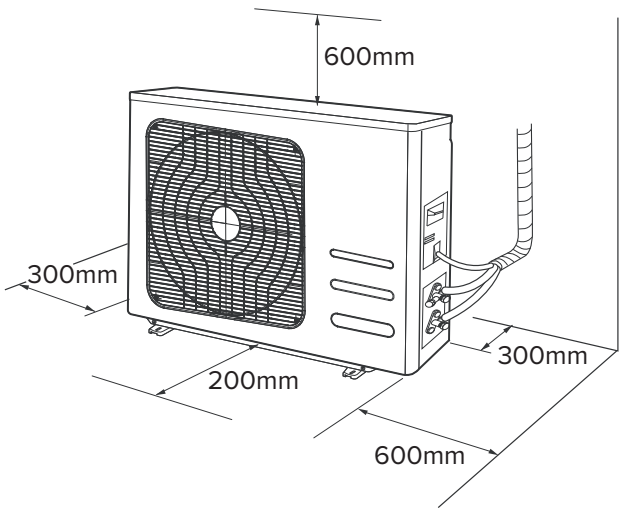

Abb. 3
- der für die Installation verfügbare Platz muss den angegebenen Anforderungen entsprechen (siehe „Abb. 3“)